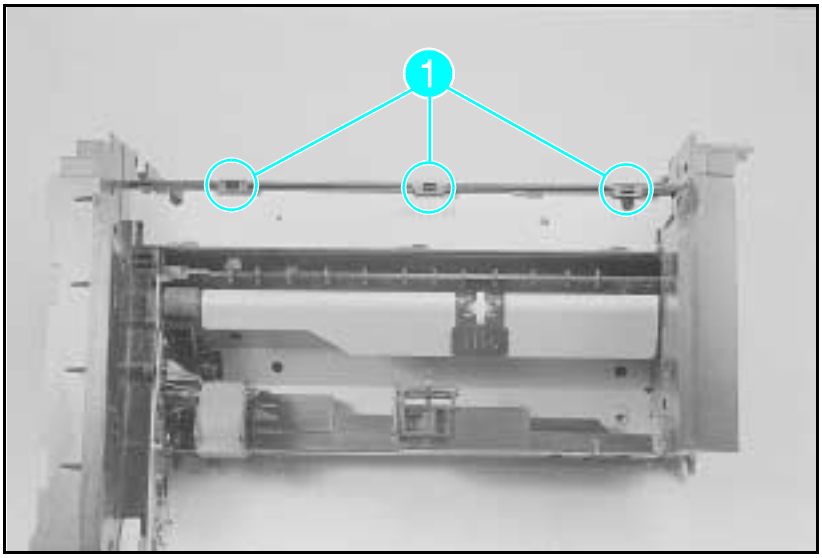

Figure 6-50 Sensor PCA Removal
4. Release the (3) clips that hold the Sensor PCA cover. Remove the cover (see Figure 6-50, callout *1*).